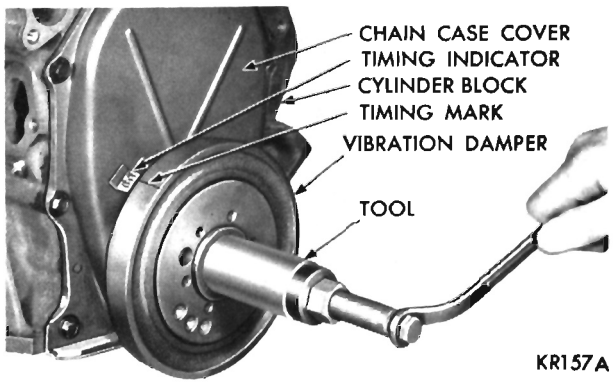

Fig. 32—Installing Vibration Damper Assembly
(1) Be sure mating surfaces of chain case cover and cylinder block are clean and free from burrs.
(2) Using a new gasket slide chain case cover over locating dowels. Install and tighten bolts to 15 foot-pounds.
(3) Lubricate seal with lubriplate, place damper hub slot on key in crankshaft, and slide vibration damper on crankshaft.
(4) Place installing tool, part of Tool C-3688 in position and press damper on the crankshaft (Fig. 32).
(5) Install damper retainer washer and bolt. Tighten to 135 foot-pounds.
(6) Slide belt pulley over shaft and attach with bolts and lockwashers. Tighten bolts to 200 inch-pounds.